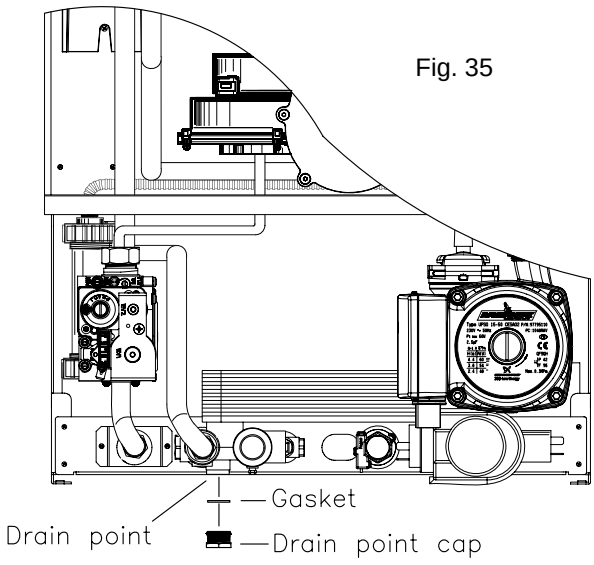

Fig. 35
- To lower the system pressure to the required value remove at the drain point (fig. 35) or drain on the heating circuit.